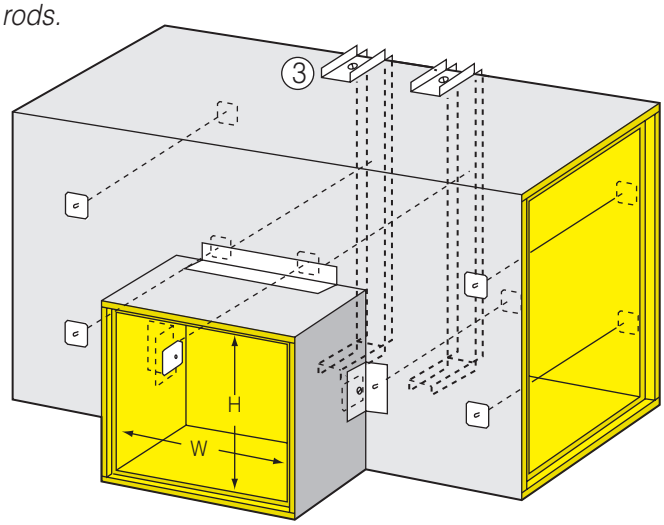

Fig. 5-17C. Trunk duct reinforcement with 3" (76mm) channels.
If W is greater than the maximum longitudinal reinforcement spacing of the trunk duct, and/or H is greater than 16" (406mm), reinforce per ③ tie rods and using wrap around channel, Fig. 5-17C and Table 5-8.